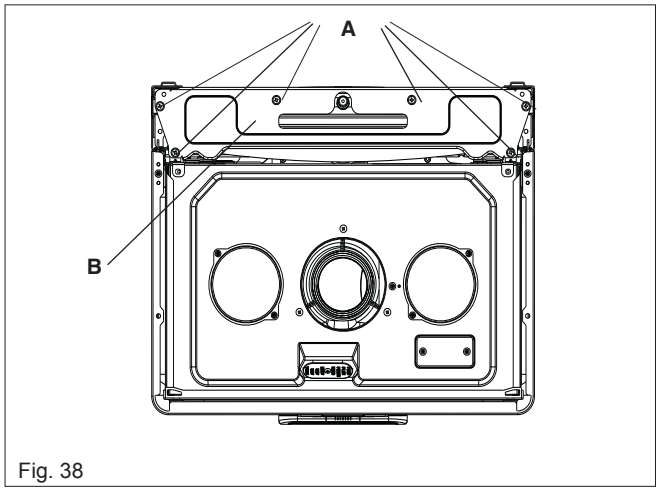

Fig. 38
6.18.1 EXPANSION VESSEL REMOVAL (with sufficient clearance above, fig. 38)